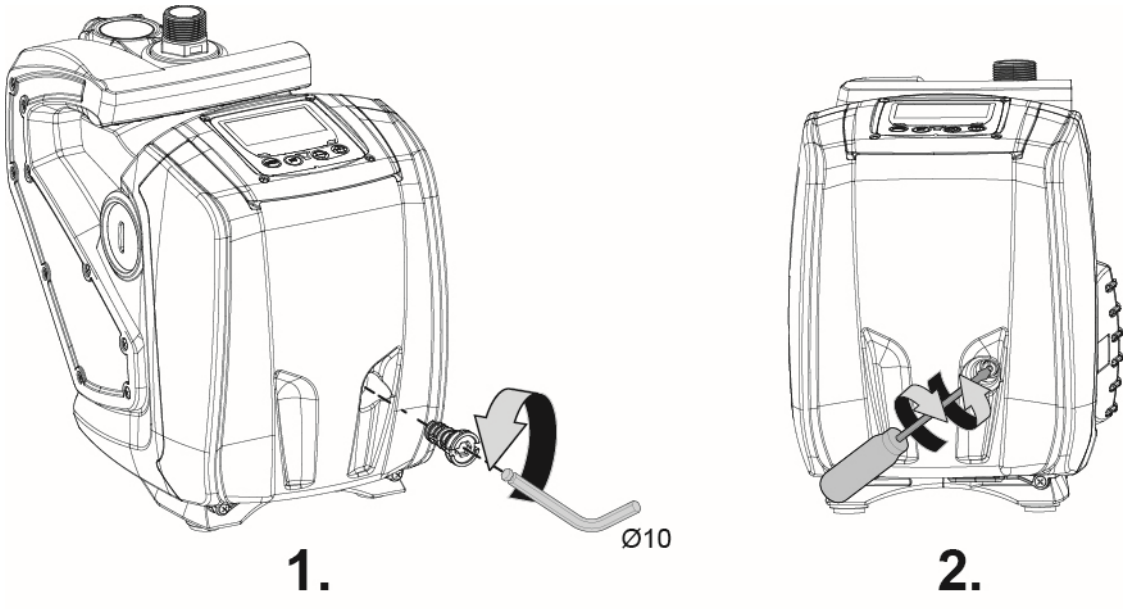

Afb. 9
1. verwijder de toegangsdop tot de motoras met behulp van een zeskant-sleutel van 10 mm (afb. 9);
2. steek een platte schroevendraaier in de opening in de motoras en manoeuvreer in beide draairichtingen (afb. 9);